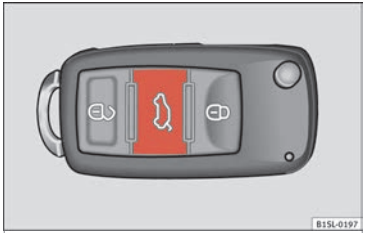

Fig. 106 On the vehicle key: button to unlock and open the boot hatch.
- Press the button on the vehicle key ››› **Fig. 106** for about one second to unlock the rear lid.